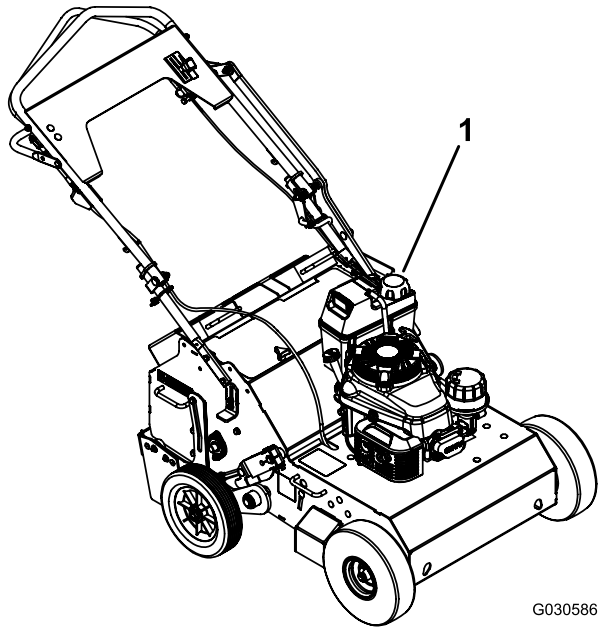

Figure 8
1. Nettoyez la surface autour du bouchon du réservoir de carburant (Figure 8).